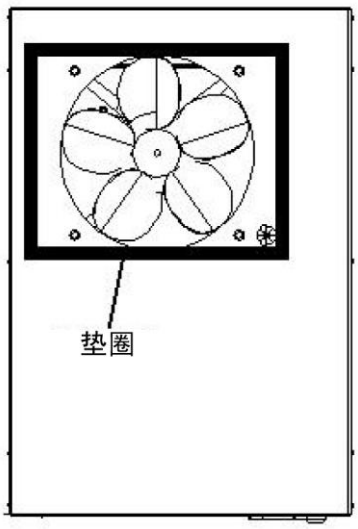

图 2.9 顶部排气口垫圈
7. 如果采用顶部排气，需在冷却装置顶部排气口放一个垫圈（见图 2.9）。